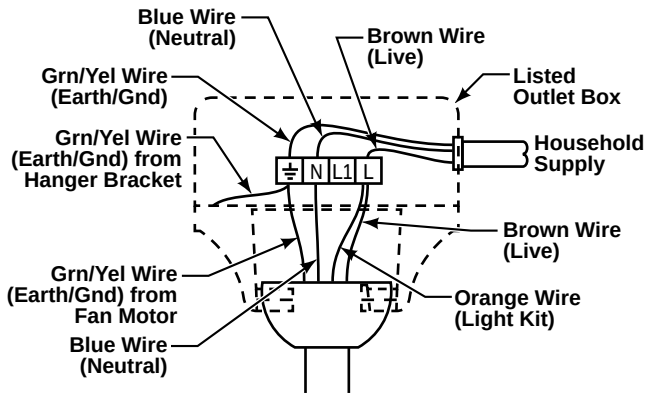

Figure 1
2. Securely connect the blue fan motor wire to the blue supply (neutral) wire using wire connector supplied. Securely connect the brown fan motor wire and orange wire to the live supply (normally black but marked as a live supply with red sleeve) (Figure 1). Make sure all connections are secure.